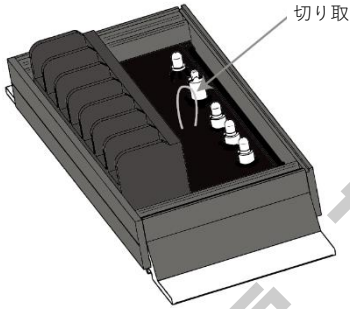

図 3.3　制御選択ケーブルを切ってください
3. エポキシ樹脂から輪になったケーブルが飛び出ています。PWM 充電からスロースイッチング充電に変更する為にはワイヤークリッパーを使用してそのケーブルを切ってください。(図 3.3 参照)